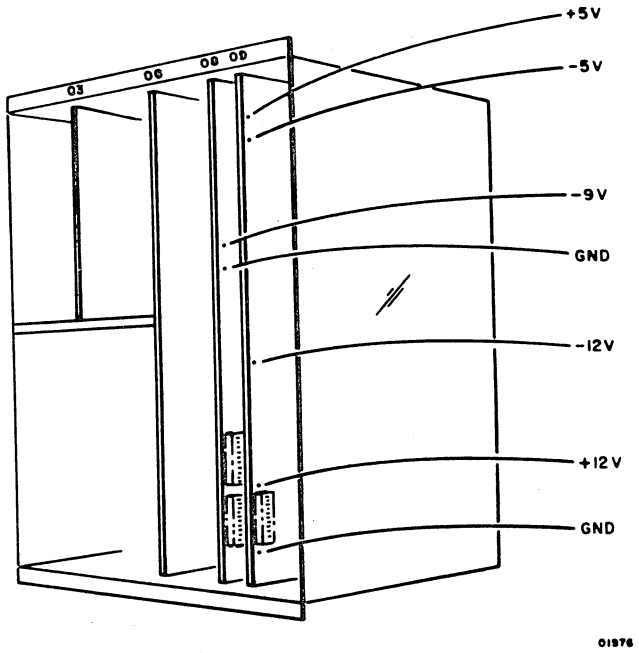

Figure 6E-34. Memory and Processor Voltage Test Points
22. Apply the black (-) lead to the -12 V dc test point on the edge of board 09, just above test point 22, approximately 1-1/4 inch below the board midpoint (figure 6E-34).
23. Apply the red (+) lead to GND (figure 6E-34).